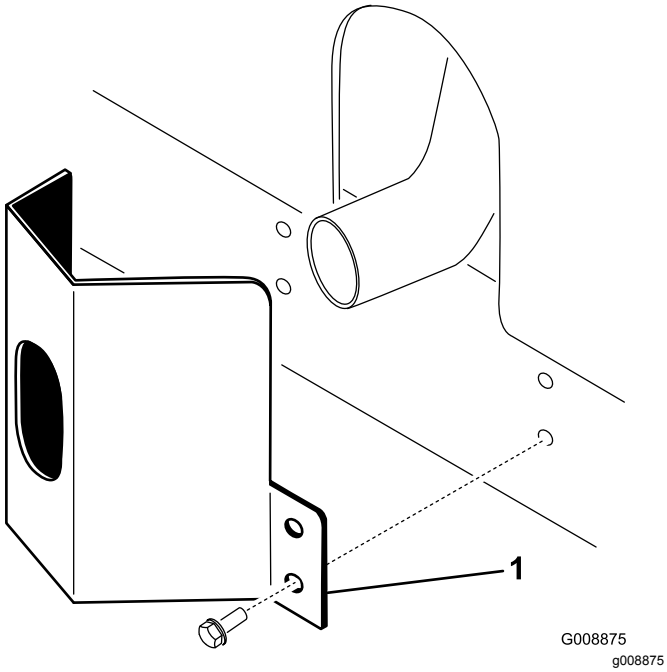

Figura 9
1. Collocate la protezione della marmitta attorno al silenziatore, allineando contemporaneamente i fori di fissaggio con i fori nel telaio (Figura 9).
2. Fissate la protezione della marmitta sul telaio con quattro viti autofilettanti (Figura 9).